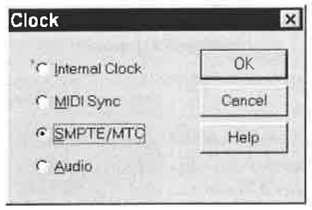

Figure 5-5: Les réglages Clock dans Cakewalk.
3. **Enfin, utilisez le menu "settings/clock" pour ouvrir la zone de dialogue de l'horloge (voir Figure 5-5), puis choisissez SMPTE/ MTC comme source d'horloge de Cakewalk et appuyez sur OK.**